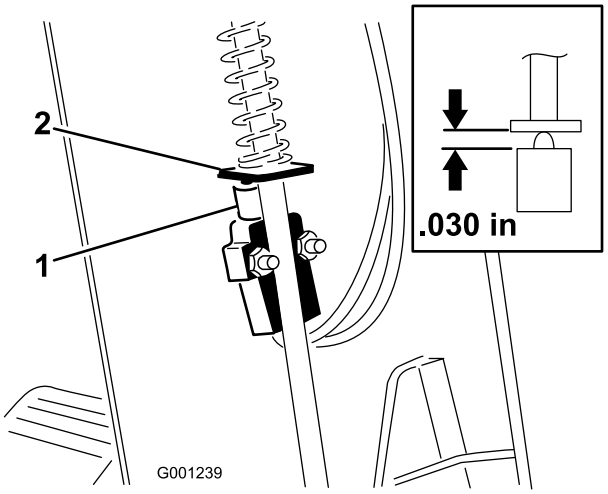

Figur 61
3. Skjut upp kåpan längs med styraxeln för att exponera parkeringsbromsbrytaren (Figur 61).
5. Rikta in parkeringsbromsspakens vinge med brytarkolven (Figur 61).
6. Tryck ned parkeringsbromsstången och tryck upp brytaren tills brytarkolvens sammanpressade längd är 0,030 tum (Figur 61, infogad bild). Detta är avståndet mellan parkeringsbromsspakens vinge och brytarkolvshuset.